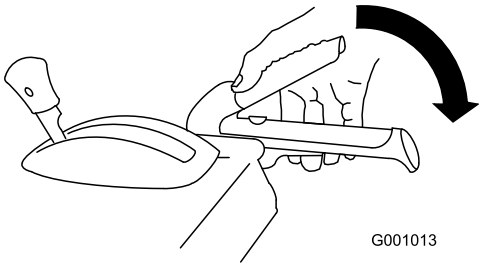

Rysunek 37
2. Załącz dźwignię śruby śnieżnej/ wirnika i przytrzymaj w tym położeniu (Rysunek 37).